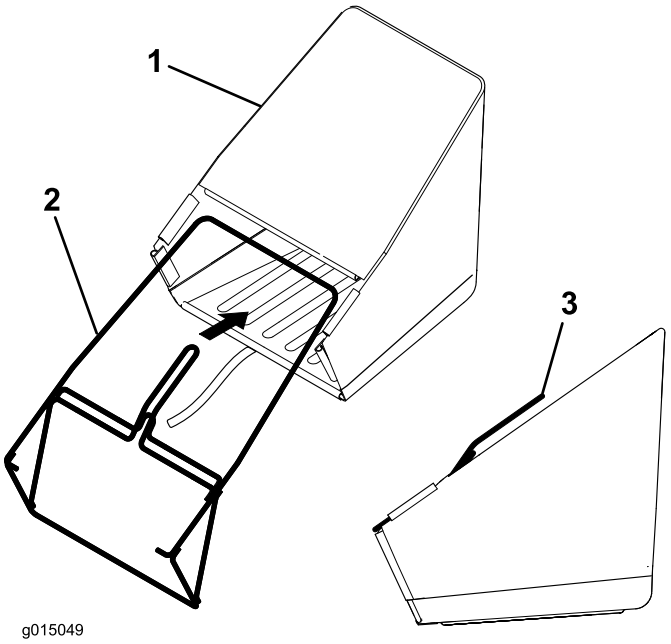

Figura 3
1. Fate scendere telaio a trama metallica del cesto nel cesto di raccolta, accertandovi che la stegola si trovi sopra al tessuto (Figura 3).